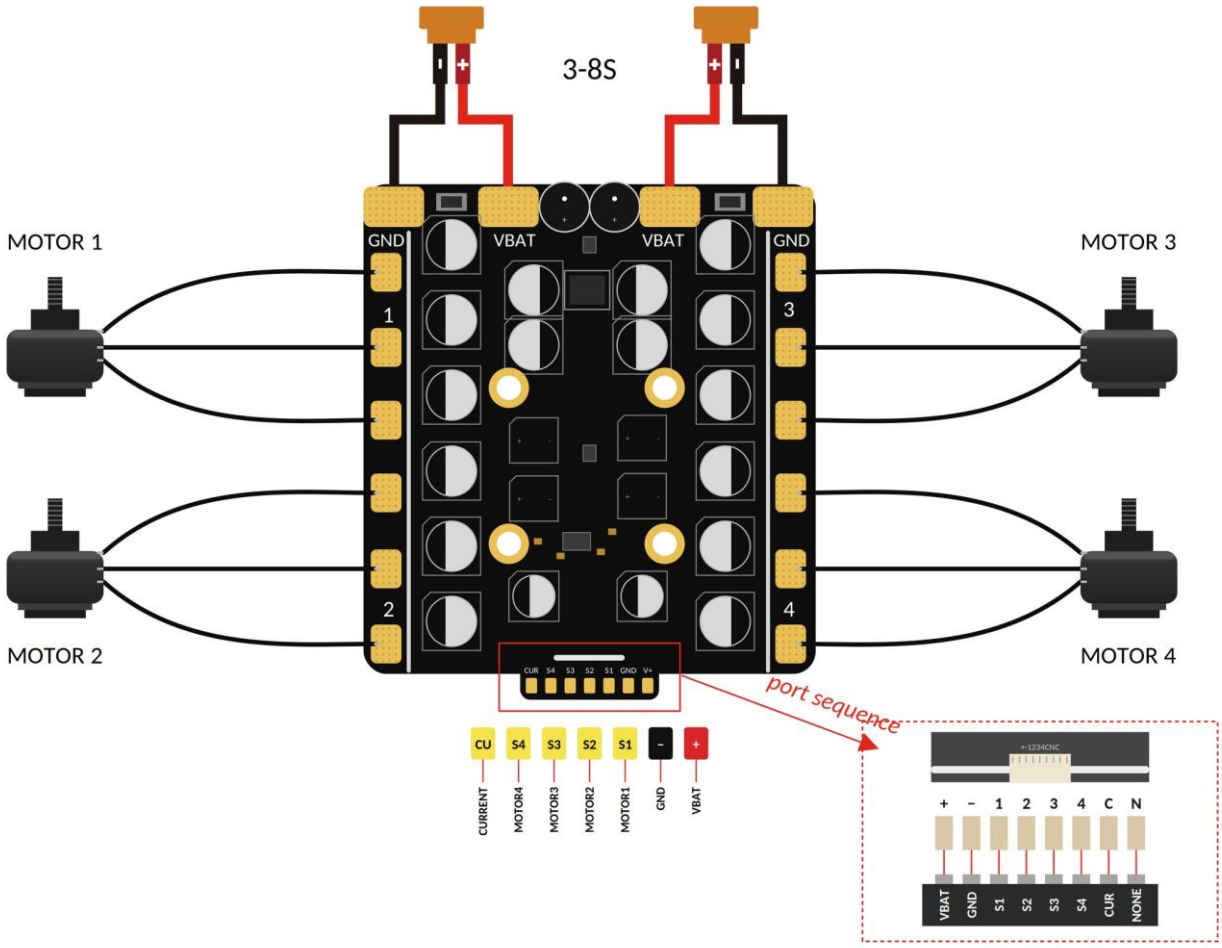

Fig.2. Schema di cablaggio
- Ingressi batteria: La scheda ha due pad VBAT e due pad GND (coppie sinistra e destra), come mostrato in Fig. 2. Tensione di ingresso supportata: 3-8S.